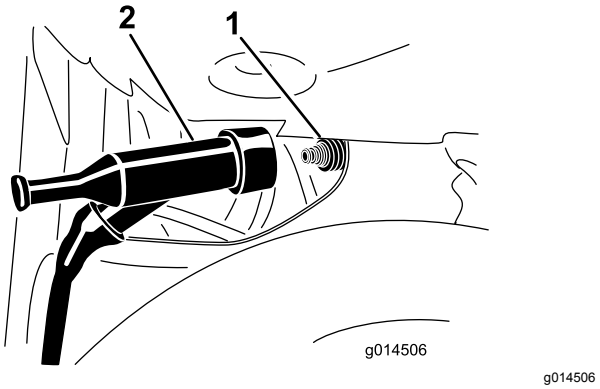
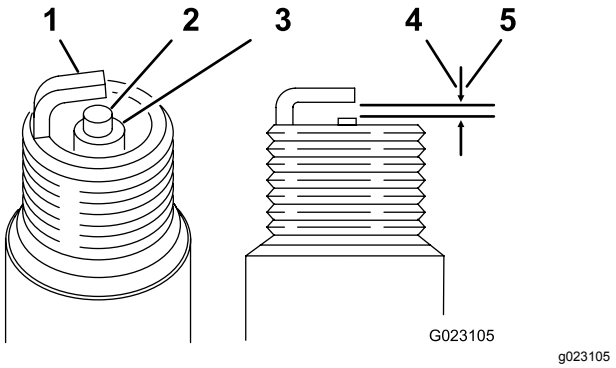

Figura 23
Figura 24
2. Desconecte el cable de la bujía (Figura 23).
1. Mire la parte central de la bujía (Figura 24). Si se observa un color gris o marrón claro en el aislante, el motor está funcionando correctamente. Si el aislante tiene un recubrimiento negro, significa que el limpiador de aire está sucio.
2. Compruebe la separación entre los electrodos central y lateral (Figura 24).
10. Retire la bujía y compruebe su condición; consulte Figura 23 y Figura 24.